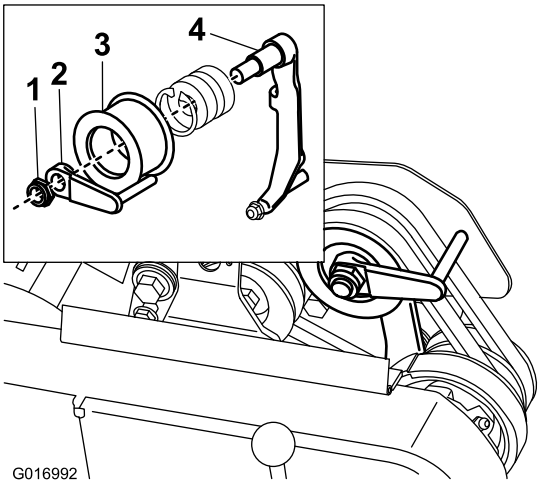

**Figura 44**
8. Para empurrar ou puxar mais facilmente a máquina sem ligar o motor, ajuste o guia da correia (Figura 44, em destaque) da seguinte forma: